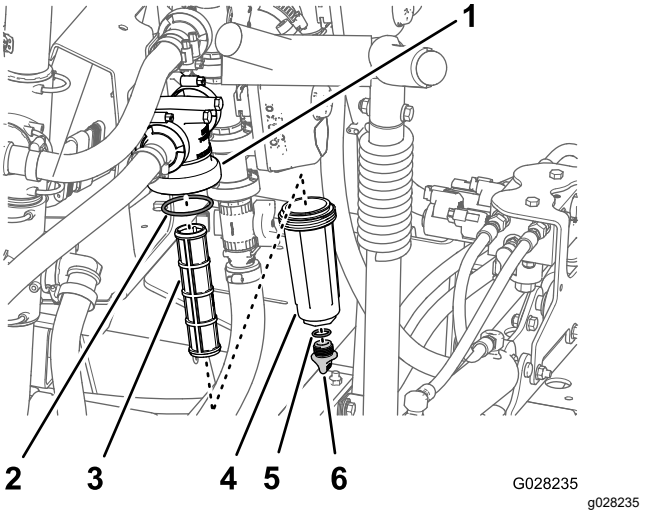

Figura 56
2. Alinhe um recipiente de escoamento debaixo do filtro de pressão (Figura 56).
3. Rode a tampa de drenagem no sentido contrário ao dos ponteiros do relógio e retire-a do recipiente do filtro de pressão (Figura 56).
4. Rode o recipiente no sentido contrário ao dos ponteiros do relógio e retire a cabeça do filtro (Figura 56).
5. Retire o elemento do filtro de pressão (Figura 56).
7. Verifique a junta do tampão de drenagem (localizado no interior do recipiente) e junta do recipiente (localizado no interior da cabeça do filtro) e veja se há danos e desgaste (Figura 56).
8. Instale o elemento do filtro de pressão na cabeça do filtro (Figura 56).
9. Instale o recipiente na cabeça do filtro apertando à mão (Figura 56).
10. Enrosque a tampa de drenagem na união na parte inferior do recipiente e aperte bem a tampa à mão (Figura 56).